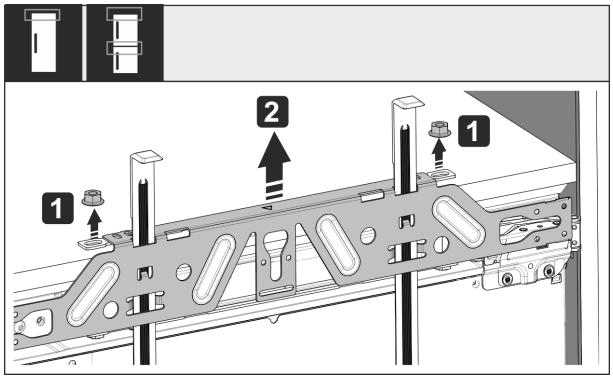

Fig. 51
▶ Loosen locknuts *Fig. 51 (1)*.
▶ Remove crosspiece *Fig. 51 (2)*.